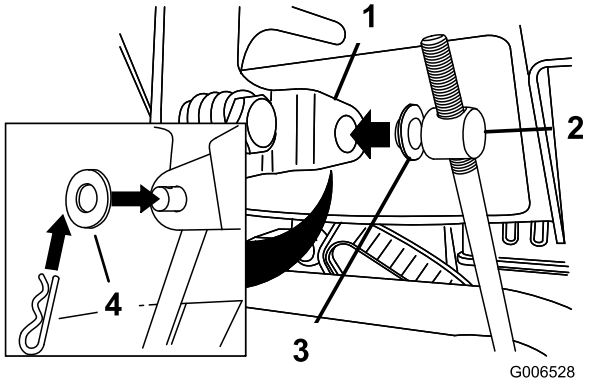

Рисунок 5
3. Установите плоскую шайбу на цапфу (Рисунок 5).
6. Поднимите шток управления скоростью и вставьте цапфу в отверстие рычага переключения скоростей (Рисунок 5).
B. Отсоедините цапфу от рычага переключения скоростей (Рисунок 5).
C. Поверните цапфу на штоке управления скоростями вниз (по часовой стрелке) (Рисунок 5).
D. Присоедините цапфу к рычагу переключения скоростей (Рисунок 5).